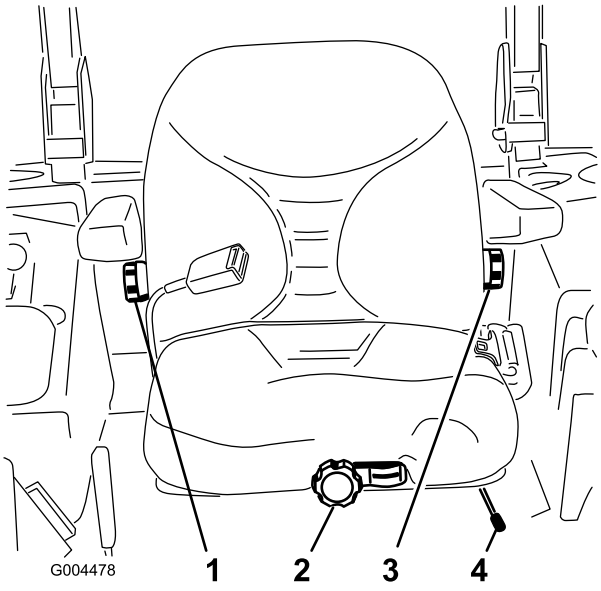

Figuur 29
1. Om de bestuurdersstoel in te stellen, moet u de instelhendel zijwaarts bewegen. Hiermee ontgrendelt u de stoel (Figuur 29).
Om de stoel te verstellen, draait u de knop in een van beide richtingen voor de meest comfortabele positie (Figuur 29).
Om de rugleuning te verstellen, draait u de knop onder de rechter armsteun in een van beide richtingen om de meest comfortabele positie te verkrijgen (Figuur 29).
Om de rugleuning te verstellen, draait u de knop onder de linker armsteun in een van beide richtingen om de meest comfortabele positie te verkrijgen (Figuur 29).